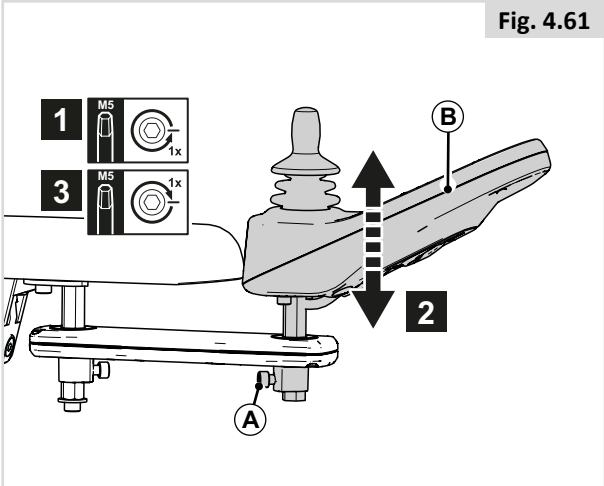

Fig. 4.61
Height of the controller (2) (Fig. 4.61)
1. Loosen (C) by one turn.
2. Adjust (D) to the desired position.
3. Tighten (C).